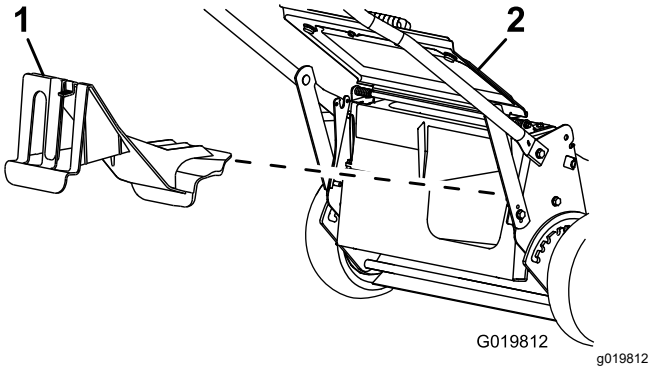

Figura 20
- Si el tapón de descarga trasero no está instalado, sujételo por el asa, eleve el deflector trasero e introdúzcalo en el conducto de descarga trasera hasta que el enganche encaje en su sitio; consulte Figura 20.